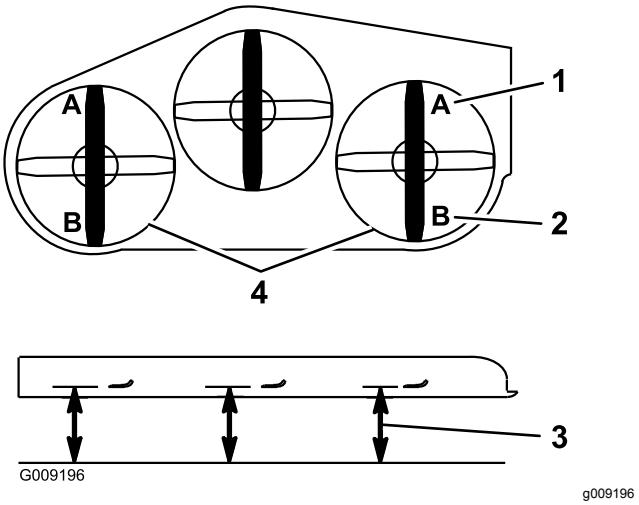

Bild 77
9. Messen Sie an beiden Seiten des Mähwerks den Abstand von der ebenen Fläche bis zur vorderen Messerspitze (Stellung A), wie in Bild 77 abgebildet.
16. Messen Sie an beiden Seiten des Mähwerks den Abstand von der ebenen Fläche bis zur hinteren Messerspitze (Stellung B), wie in Bild 77 abgebildet.